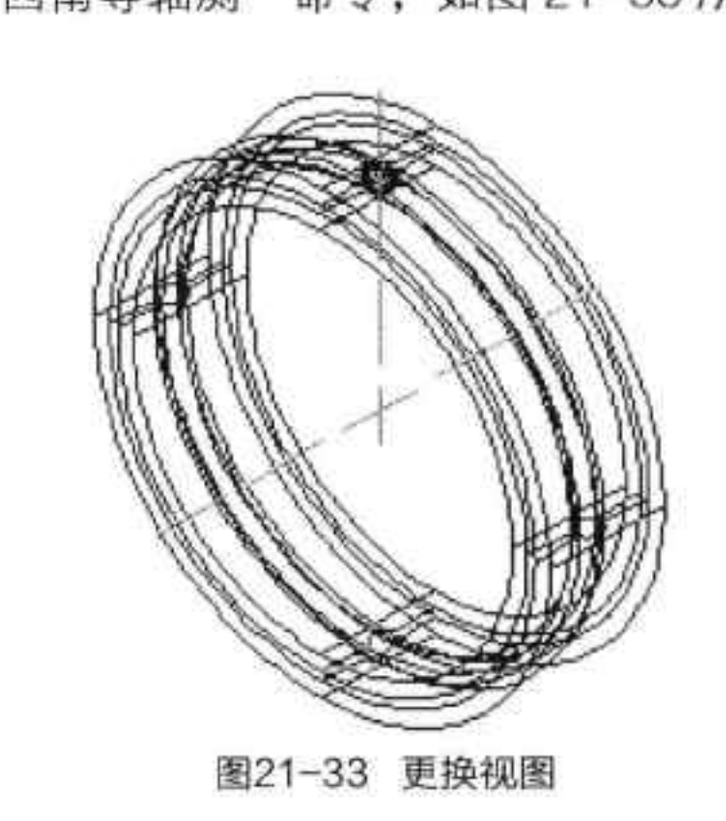

图21-33 更换视图
Step 18 执行“视图”命令，在下拉列表中，执行“西南等轴测”命令，如图 21-33 所示。